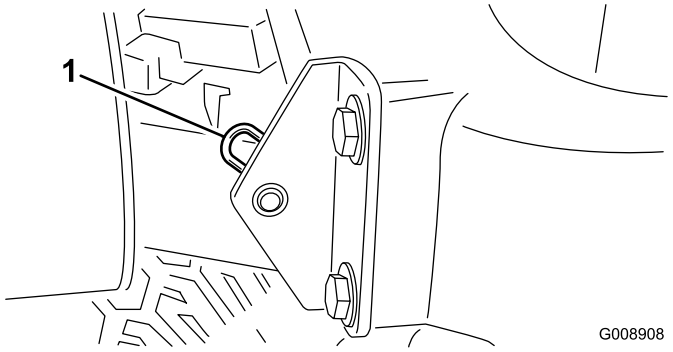

**Figur 29**
2. Ta bort hårnålssprinten som fäster motorhuvstappen till fästskivorna (Figur 29).
**Obs:** För att smörja nipplarna på rullarna (Figur 29) behövs en adapter till smörjpistolens munstycke. Beställ Toro artikelnr 107-1998 från din auktoriserade Toro-återförsäljare.